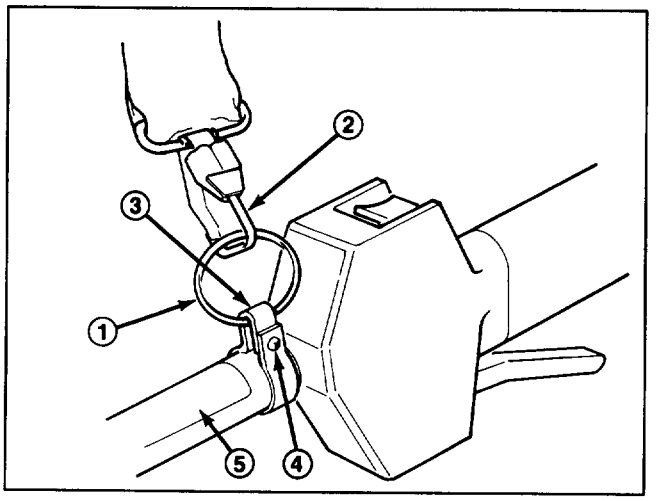

Figure 4
1. Insert ring into loop of clamp and install clamp over drive shaft tube between R.H. and L.H. handgrips just ahead of throttle trigger housing as shown. DO NOT POSITION CLAMP ON TOP OF LABELS. Bend both ends of clamp together (Fig. 4).
1. Unsnap harness hook from ring (Fig. 4).